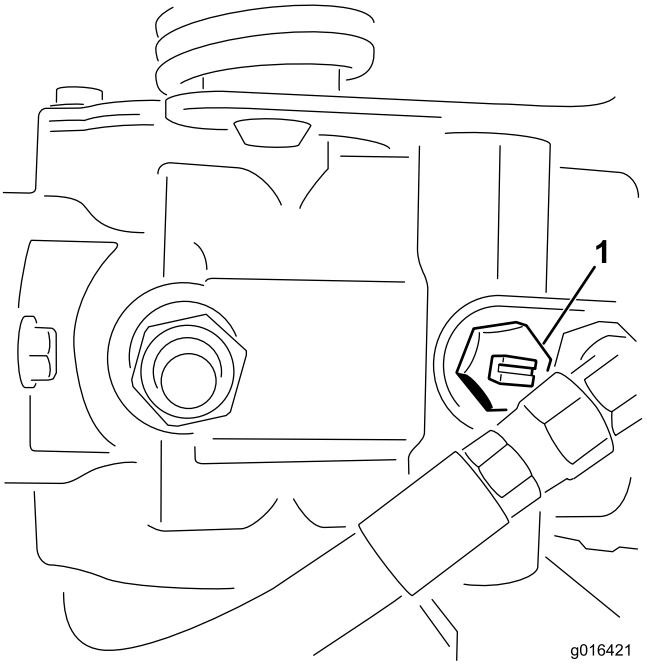

Figuur 32
1. Ga naar de omloopklep op de pomp en draai deze zodat de sleuf verticaal staat (Figuur 32).
2. Voordat u de motor start, moet u de omloopklep sluiten door deze zo te draaien dat de sleuf horizontaal staat (Figuur 32).